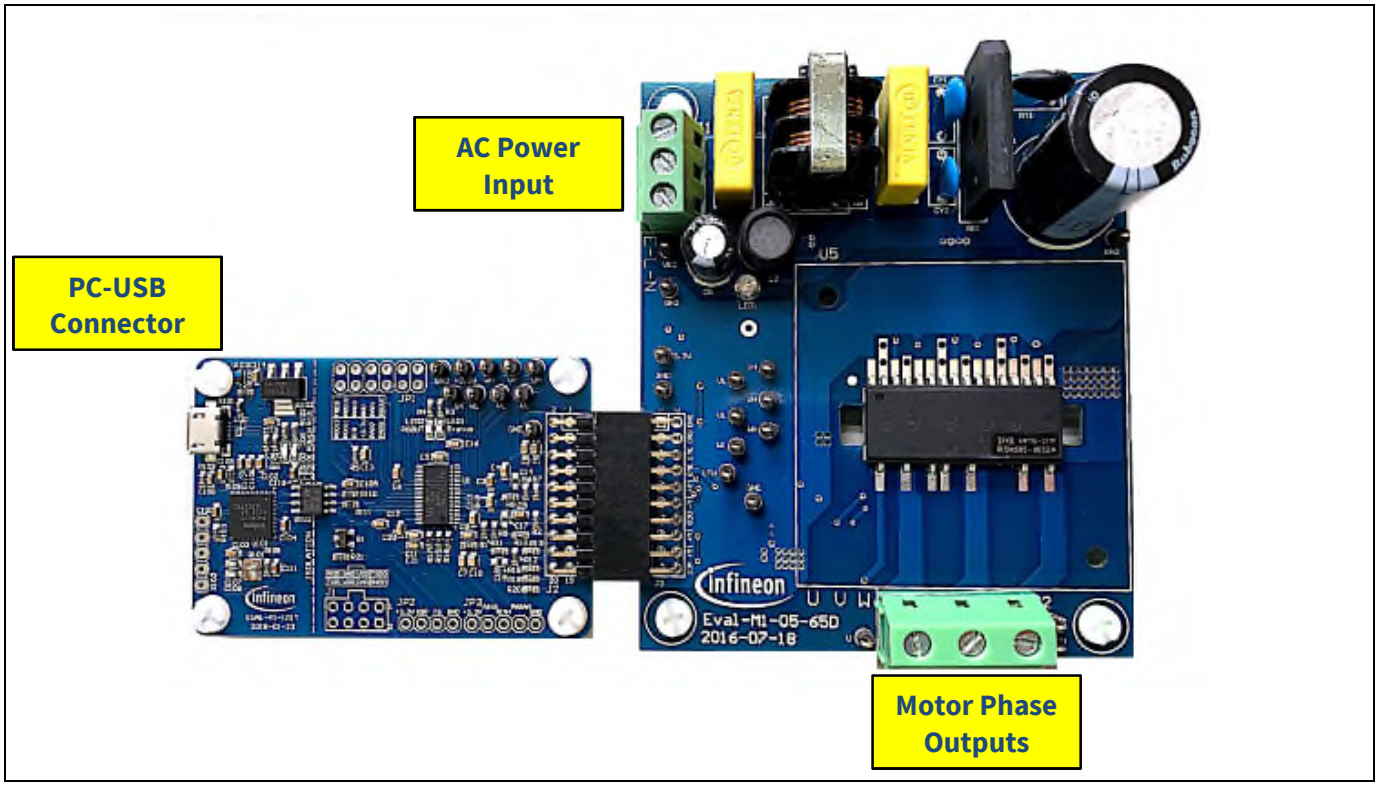

Figure 5 System connection example using EVAL-M1-101T and EVAL-M1-05-65D
3. Connect EVAL-M1-101T’s M1 20-pin interface connector (J2) to power board (For example EVAL-M1-05-65D, see Figure 5).